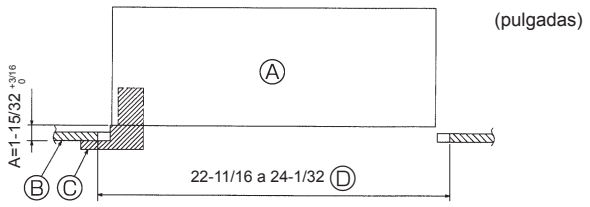

Fig. 10-2
10.2. Preparación para colocar la rejilla (Fig. 10-2)